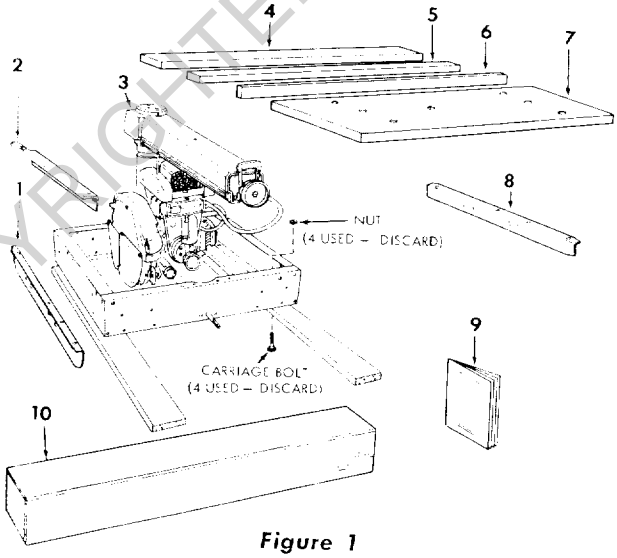

Figure 1
b. This Saw is shipped complete in one carton. However, in order to prevent damage during shipment and facilitate packaging, certain items are removed at the factory and must be reassembled when received by the purchaser. These "loose" parts are shown in figure 1 and listed in the "Table of Loose Parts" below.
c. Separate all "loose" parts from packaging materials and check each item with figure 1 and "Table of Loose Parts", making sure all items are accounted for before discarding any packing material.
a. Tilt the basic saw assembly (3, figure 1) carefully rearward.